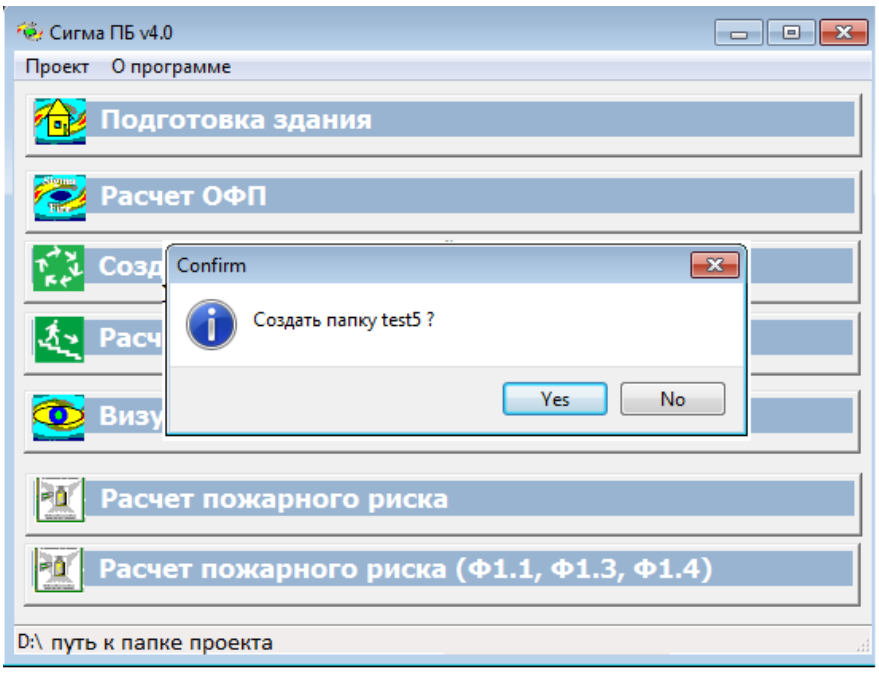

Рисунок 3.4 – Создание проекта. Шаг 3
- в открывшемся окне «Confirm», Рисунок 3.4, с сообщением «Создать папку проекта <имя проекта>» подтвердить создание папки проекта (нажать кнопку «Yes»), если папка для проекта не была ранее создана, или отклонить (нажать кнопку «No»), если папка проекта предварительно была создана (в папку проекта в дальнейшем будут сохранятся все файлы, создаваемые в ходе работы над проектом). После приятия предложения или отказа автоматически запускается программный модуль, «GridEdit» (в рабочем окне соответствует пункту «Подготовка здания»). В этом модуле создается каркас здания и готовится расчетная область для модулей расчета эвакуации и распространения ОФП - это обязательный первый шаг для проведения расчетов (п. 4). В главном окне программы в нижней строке появится путь к созданному главному файлу проекта.